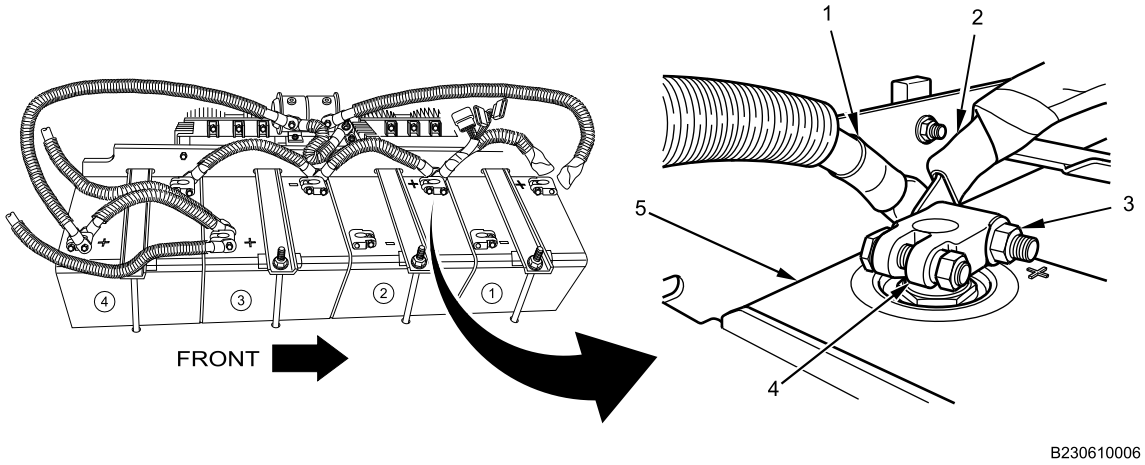

Figure 2. Battery 2 Positive Connections.
1. Install terminal bolt, battery 2 positive-to-battery 3 ground jumper cable terminal (Figure 2, Item 1), and clean-power cable (Figure 2, Item 2) on battery 2 positive stud adapter clamp (Figure 2, Item 4).
2. Install nut (Figure 2, Item 3) on terminal bolt on positive stud adapter clamp (Figure 2, Item 4) of battery 2 (Figure 2, Item 5) and tighten securely.